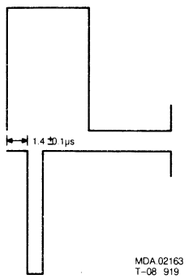

Fig.1
- Mit 3116 die in Bild 1 enthaltene Zeitdauer auf 1,4 ± 0,1 µs regeln.